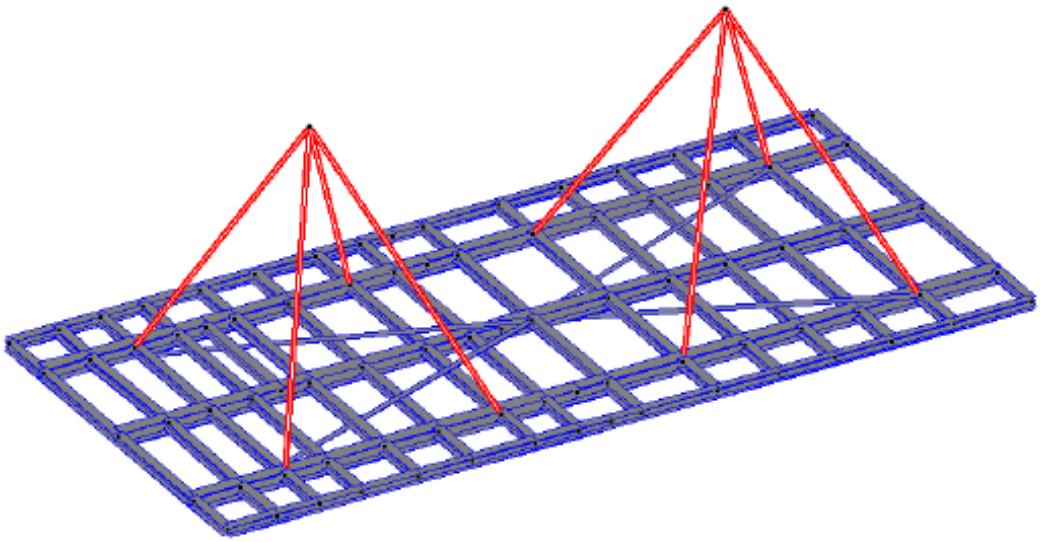

Fig 5-8.b) hoisting diagram for the length of 14.5 m above platform
Step 2: Connect the slings and FSC platform main beam as shown in fig.5-8. The suspending points are about 2~3 meters from the ends of the platform. To avoid FSC platform deforming as stress concentration in the process of hoisting, for the length of 14,5 m and below platform, suspending point is not less than two on each side, and for the length of 14,5 m above platform, suspending point is not less than four on each side. If the slings are steel materials, the suspending points should be wrapped up with linen or rubber to prevent the galvanization coating.